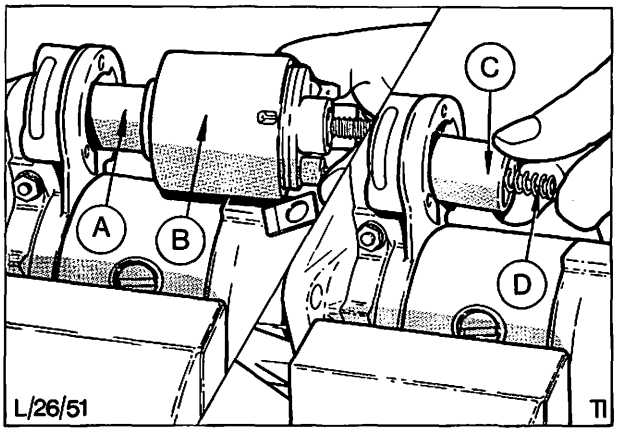

Abb. 79 Magnetschaltergehäuse ausrichten
22. Öse des Magnetschalter-Ankers mit Lithium-Fett leicht fetten und in die Einrückgabel einhängen. Auf richtigen Sitz der Anker-Rückdruckfeder achten, dann Magnetschaltergehäuse über den Anker führen, Abb. 79.